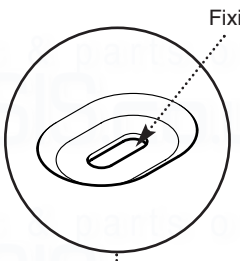

Fig. 14
8. Mark the hearth through the two slots in the base (Fig. 14).